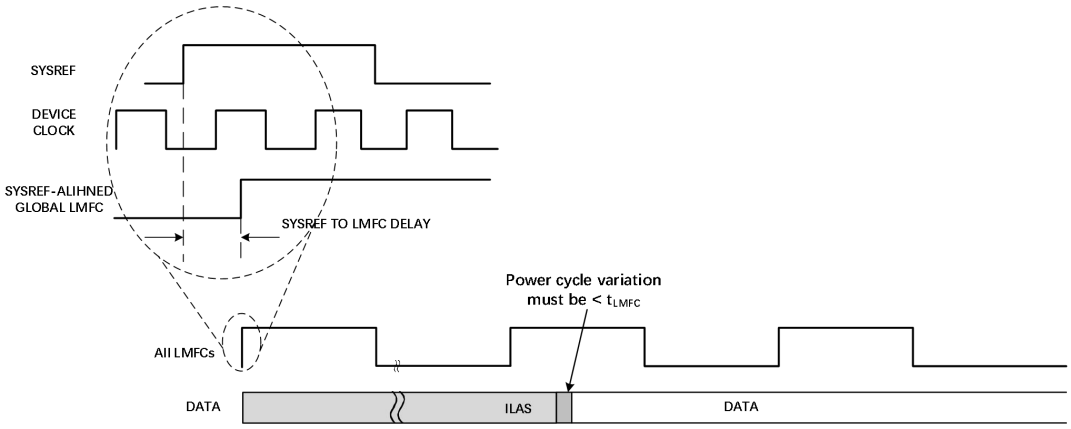

图 6-15 SYSREF±和 LMFC
JESD204B 协议将数据样本组织成八位组、帧和多帧，如传输层部分所述。本地多帧时钟（LMFC）与这些多帧的开始同步。在子类 1 操作中，SYSREF±信号同步一个链路或跨多个链路中每个器件的 LMFCs（在 UIA4204 中，SYSREF±也同步内部采样分频器），如图 6-15 所示。JESD204B 接收器使用多帧边界和缓冲来实现跨通道（甚至多个设备）的一致延迟，并在电源周期和链路复位条件之间实现固定延迟。
- 所有通道、链路和设备的总延迟变化必须≤1 LMFC 周期（见图 6-15）。这既包括可变延迟，也包括固定延迟在通道到通道、链路到链路以及系统中设备到设备之间的变化。